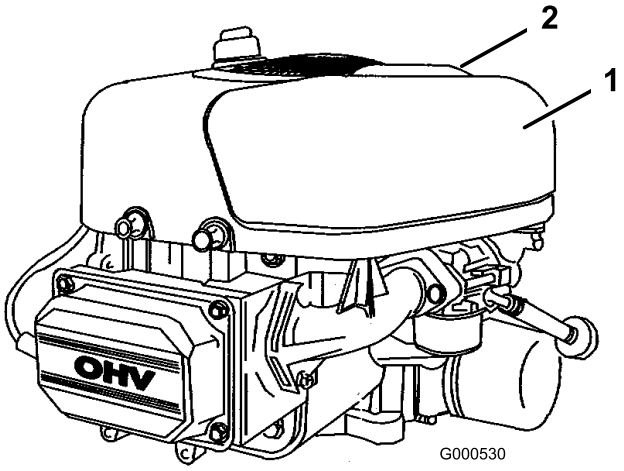

Figure 21
3. Nettoyez la surface autour du filtre à air pour éviter que des impuretés ne s'introduisent dans le moteur et l'endommagent. Tirez la poignée du couvercle du filtre à air et tournez-la vers le moteur (Figure 21). Déposez le couvercle du filtre à air.